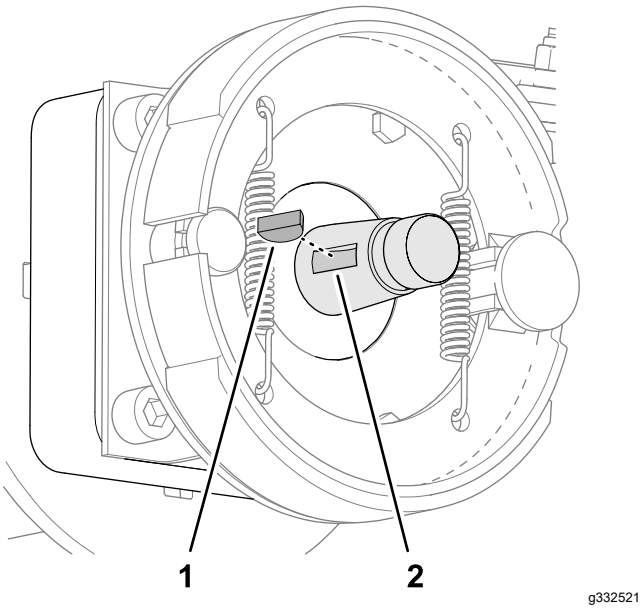

Figur 63
5. Fjern Woodruff-federen fra hjulmotorakslen (Figur 63).